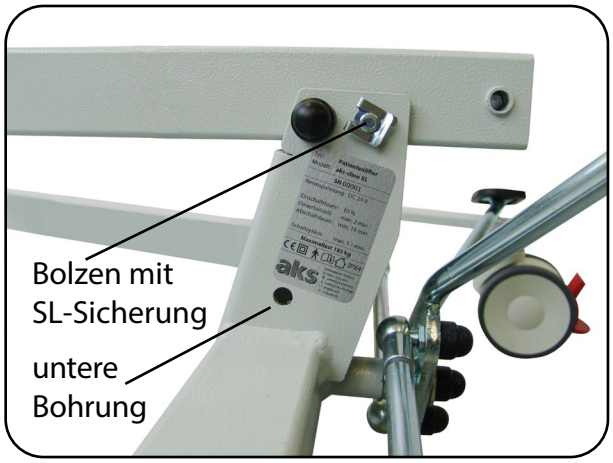

Abb. 6.2.1.02 - Standmastaufnahme
5. Richten Sie den Standmast auf (Abb. 6.2.1.03) und bringen Sie die Bohrung des Standmastes mit der unteren Bohrung der Standmastaufnahme deckungsgleich übereinander. Dann sichern Sie den Standmast wieder mit dem Bolzen (Abb. 6.2.1.04).